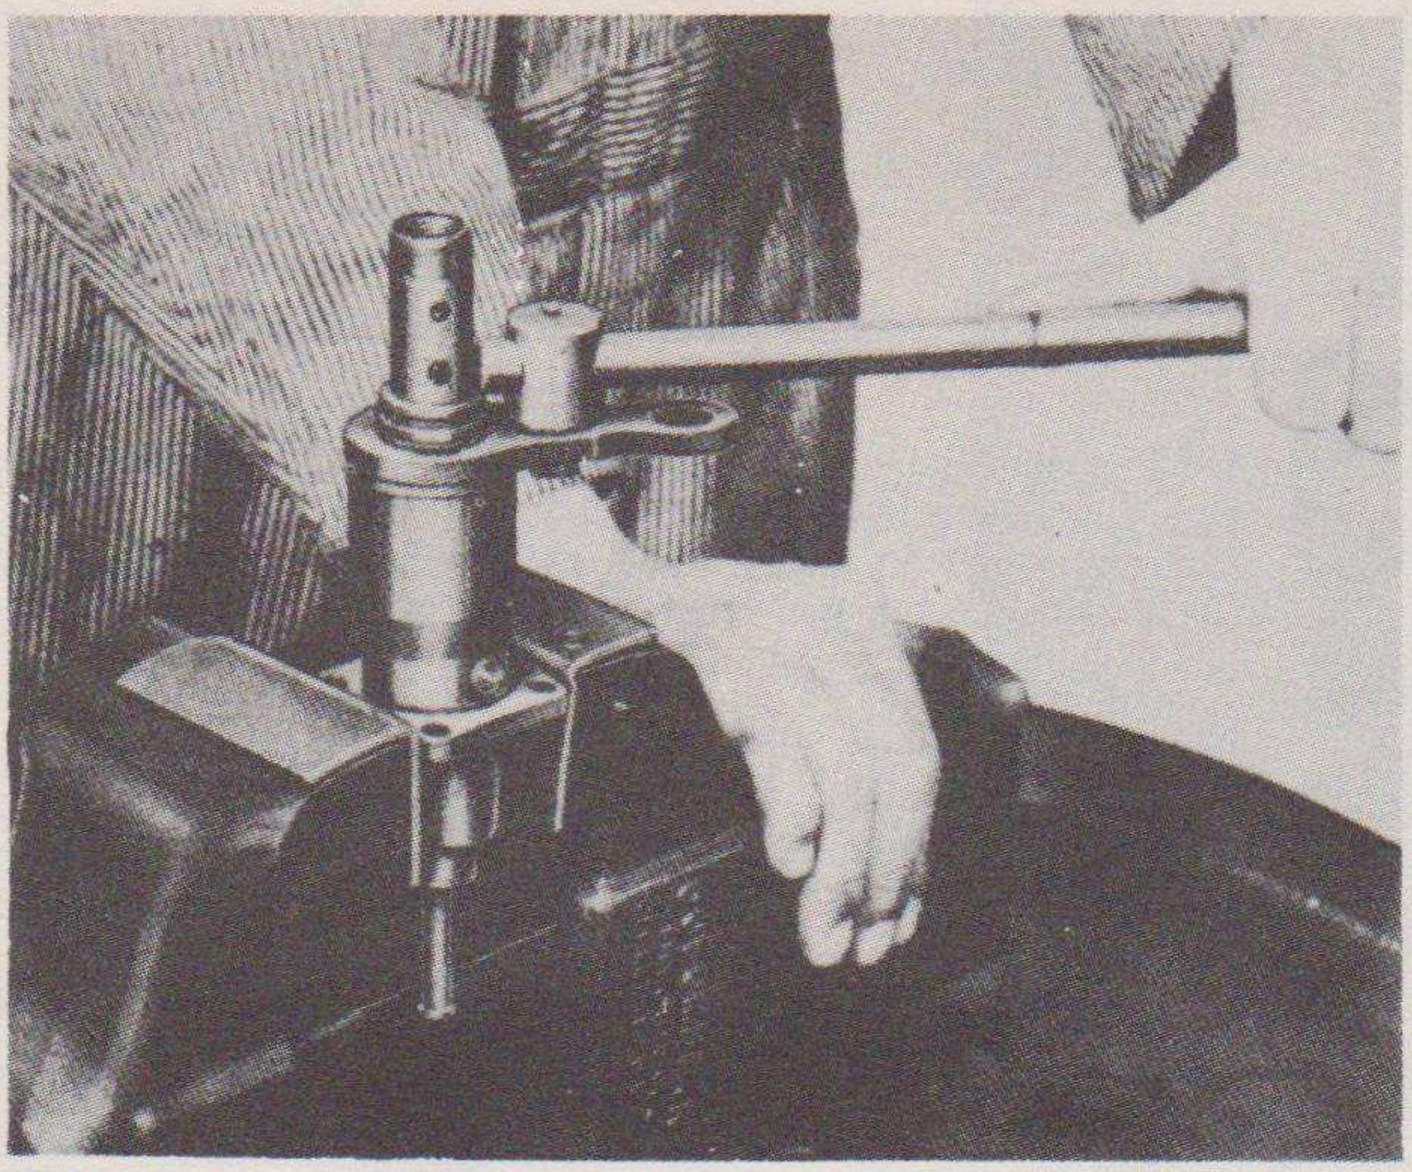

Fig. 39—Using service tool on inverted plunger bushing clamp lock to remove the plunger bushing clamp.
Figure 39 shows the special tool (1) being used to unscrew the bushing clamp (2) from the plunger bushing retainer (4). Some pumps have 1½" diameter standard 48 serrations on the bushing clamp (2). Other injection pumps have the larger size, $1\frac{9}{16}$" diameter—48 serration bushing clamp (2). The service tool (1), Figure 41, fits both sizes when the clamp lock (5) is inverted and placed back on the clamp (2). The unit is held on the square mounting flange.